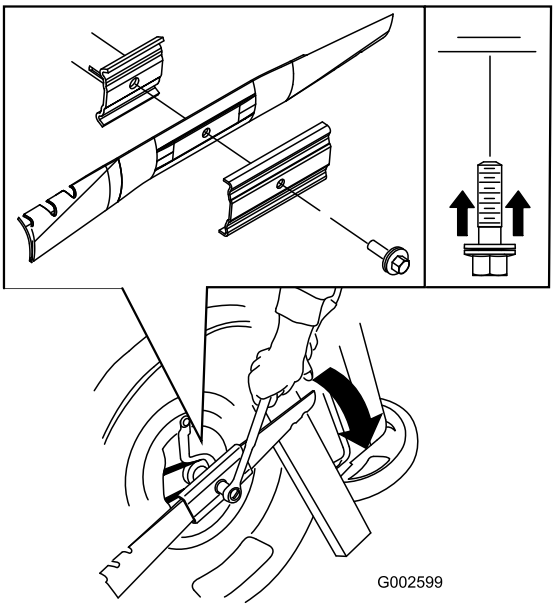

Figuur 47
3. Gebruik een blok hout om het mes stil te houden (Figuur 47).
4. Verwijder het mes en bewaar alle bevestigingselementen (Figuur 47).
5. Monteer het nieuwe mes en alle bevestigingselementen (Figuur 47).